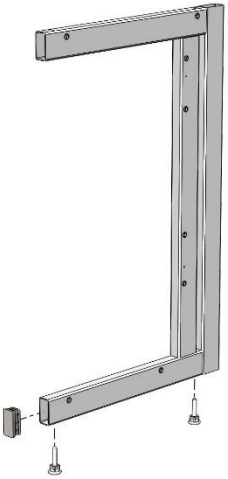

Рис. 1
1. Установить в боковины каркаса регулируемые опоры; вставить в нижние части боковин заглушки 60х30 *(Рис. 1)*